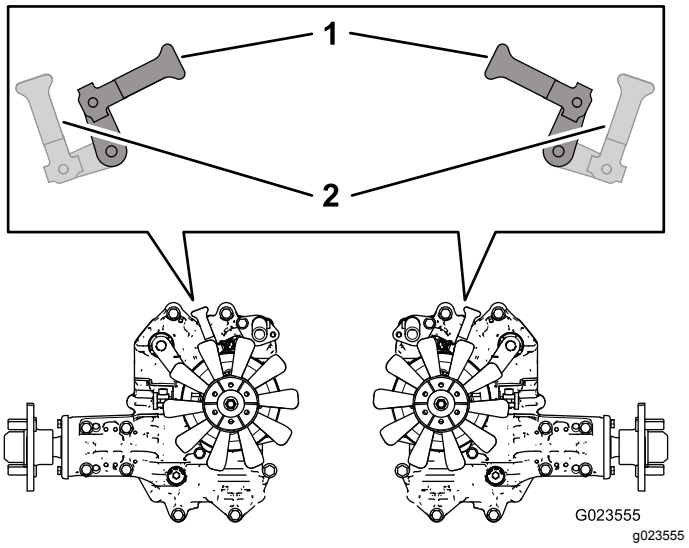

Figur 29
peker innover mot midten av maskinen (Figur 29) og kobler fra parkeringsbremsen. Se Bruke parkeringsbremsen (side 23).
3. Når du er ferdig med å skyve eller taue maskinen, roter omløpsspakene slik at de peker mot forsiden av maskinen for å muliggjøre kjøring av maskinen (Figur 29).